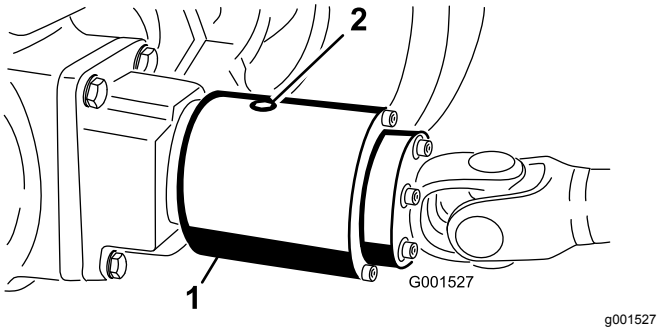

Figur 60
2. Vrid kopplingen (Figur 60) för att rikta in kontrollpluggen till klockan 4.